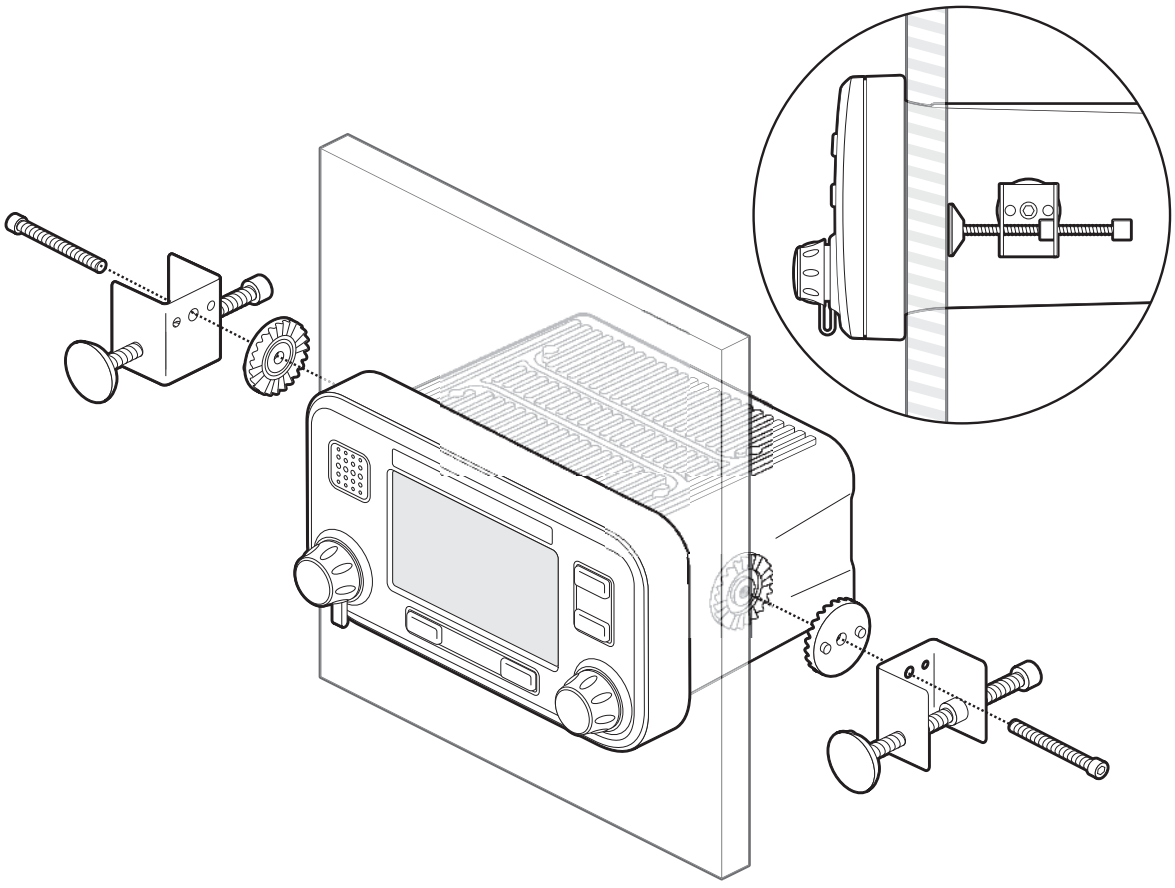

Ilustración 36 Montaje del transceptor AIS en un panel
- El transceptor incluye grapas de montaje en panel para un montaje a paño en un panel de instrumentos. Consulte la Ilustración 36 para que le sirva de orientación. Deberá acceder a la parte trasera del panel si utiliza esta opción de montaje.